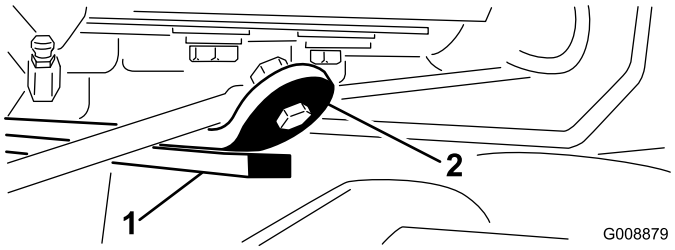

Figur 13
3. Start motoren, hev klippeenhetene og kontroller at klaringen mellom slitebøylen på toppen av den bakre klippeenhetens slitestang og støtfangerbøylen er 0,51–2,54 mm (Figur 13).